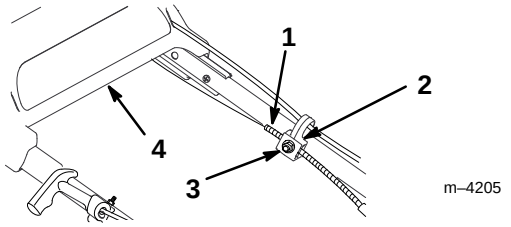

Afbeelding 23
3. Draai de moer van de kabelsteun los (Afb. 23).
5. Houd het bovenstuk van de handgreep zo ver mogelijk naar achteren getrokken, en de drijfbeugel omlaag, en trek dan de kabelmantel omlaag (naar de maaier toe) om alle speling uit de kabel te halen (Afb. 23).
6. Draai de moer van de kabelsteun vast (Afb. 23).